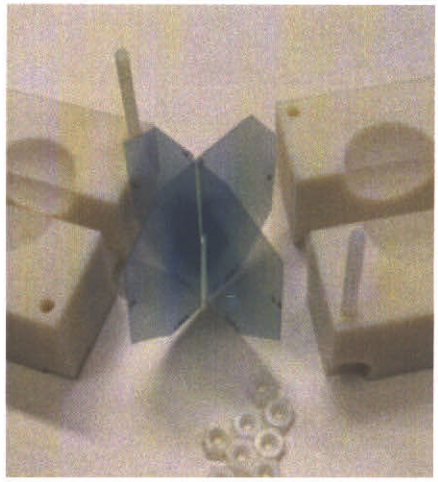
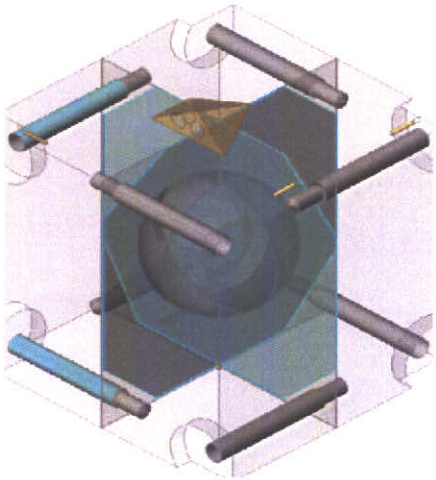

Figure 5-28 Film Cube
Figure 5-29 Film Cube Rendering
2. Load film cube with two pieces of film as shown in *Figure 5-28 Film Cube, page 36* and *Figure 5-29 Film Cube Rendering, page 36*.